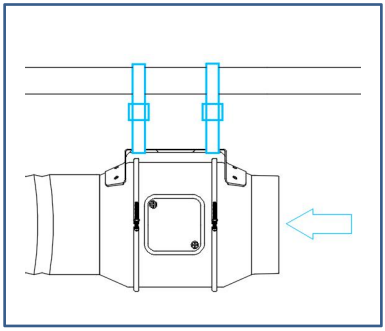

Fig.12.
2、If installing with rope hangers (sold separately), loop the ropes around the flanges and tighten the rope to secure the fan.See the (Fig.12.)